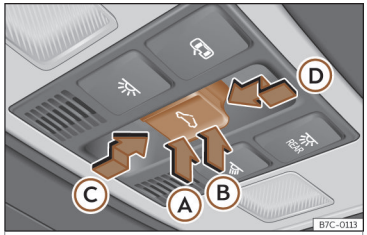

Fig. 84 En el revestimiento interior del techo: tecla del techo de cristal.
La tecla ⇦ »» **fig. 84** tiene dos niveles. En el primer nivel se puede situar el techo en la posición deflectora, abrir o cerrar total o parcialmente.
- *Techo de cristal:* antes de que transcurran aprox. 5 segundos desde la activación de la función antiaprisionamiento, presione la tecla ››› **fig. 84** hasta el segundo nivel en el sentido de la flecha››› **fig. 84** Ⓓ hasta que el techo se cierre completamente.